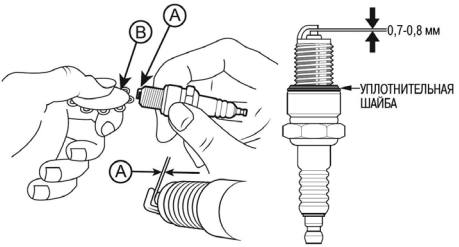

Рис. 16. Проверка межэлектродного зазора
4. Измерьте зазор A между электродами свечи зажигания специальным щупом B. Зазор должен быть 0,7-0,8 мм (Рис. 16). При увеличении или уменьшении требуемого зазора, рекомендуется заменить свечу, так как регулировка зазора может привести к изменению качества искрообразования.